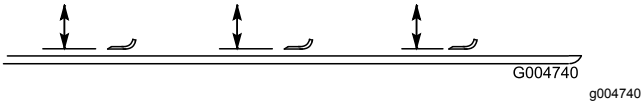

**Figur 89**
2. Roter kniven til endene vender fremover og bakover og mål fra innsiden av klippeenheten til kniveggen på forkanten av kniven (Figur 89).